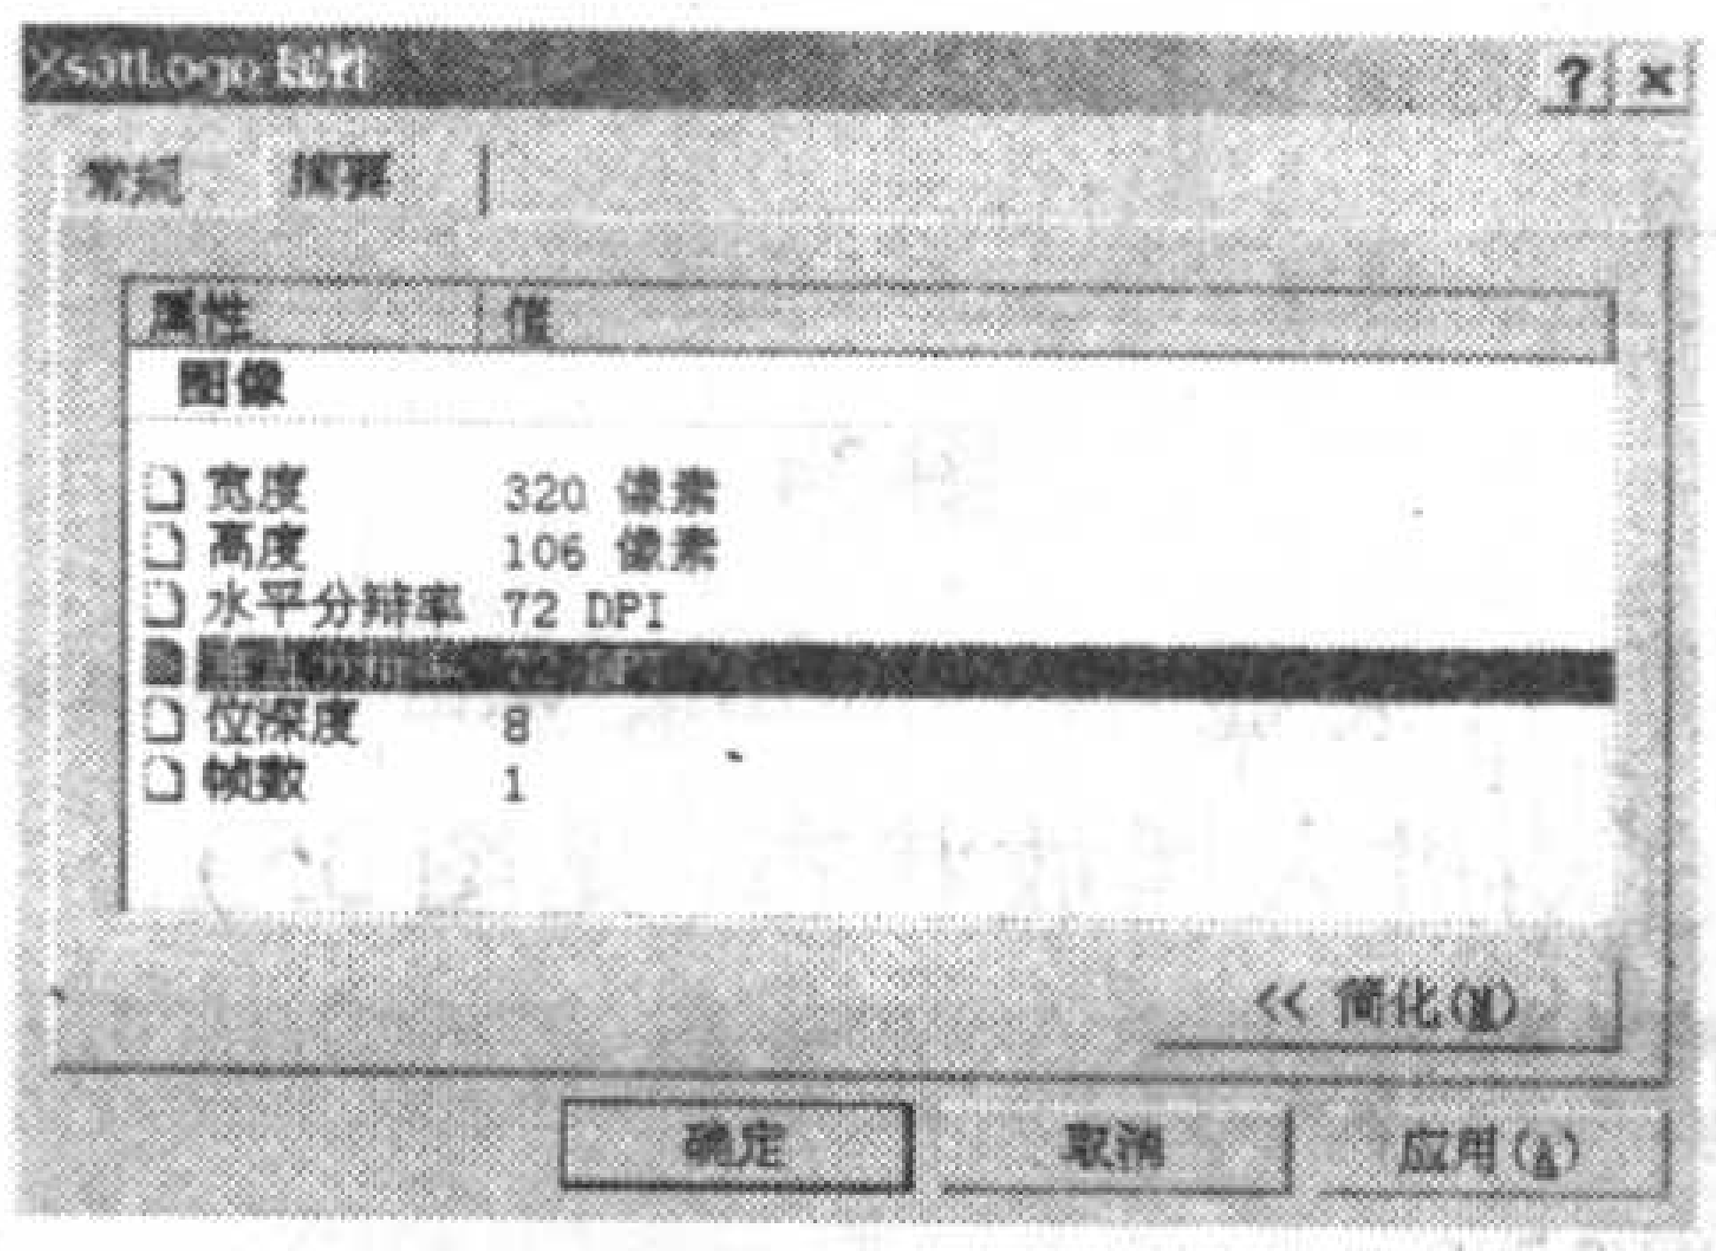

图 43
2. 点击 START,出现一个对话框,要求选择一幅 bmp 图片,该图片格式要求:320×106、256 色位图,具体图片属性如图 43 所示。